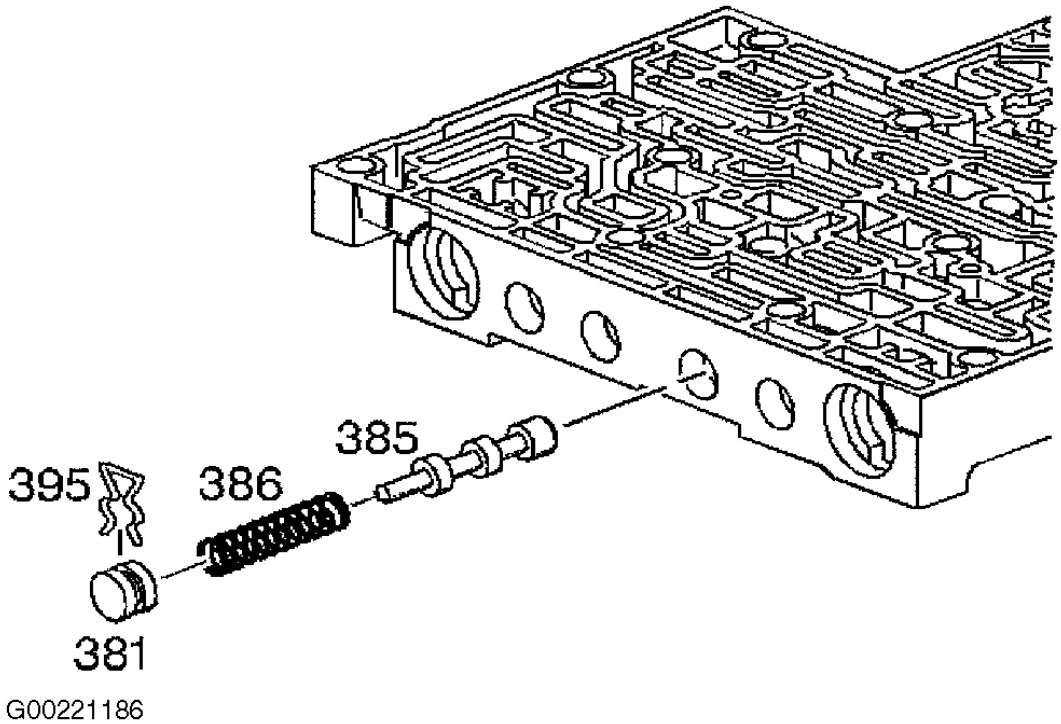

Fig. 70: Removing/Installing 3-4 Shift Valve Assembly
9. Remove the bore plug retainer (395) and the bore plug (381). Remove the 3-4 shift valve spring (386) and the 3-4 shift valve (385). See **Fig. 70** .